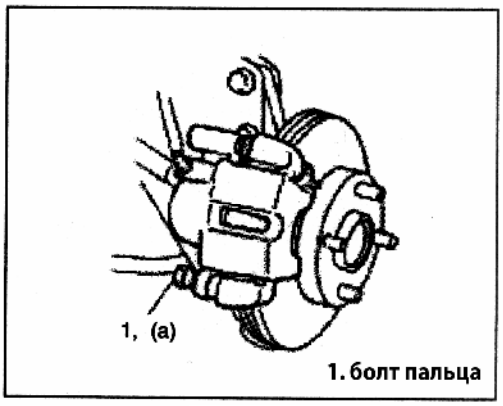

Рис. 640
2) Установите суппорт и затяните болты направляющих суппорта требуемым моментом (Рис. 640).